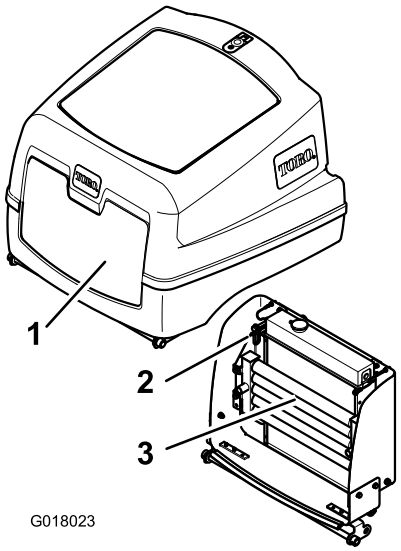

Figura 42
4. Liberte o trinco e abra a cobertura do motor (Figura 42).